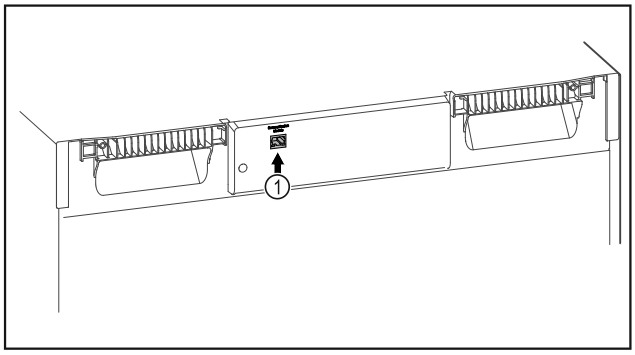

Fig. 89
❑ El SmartModule *Fig. 89 (1)* está colocado.